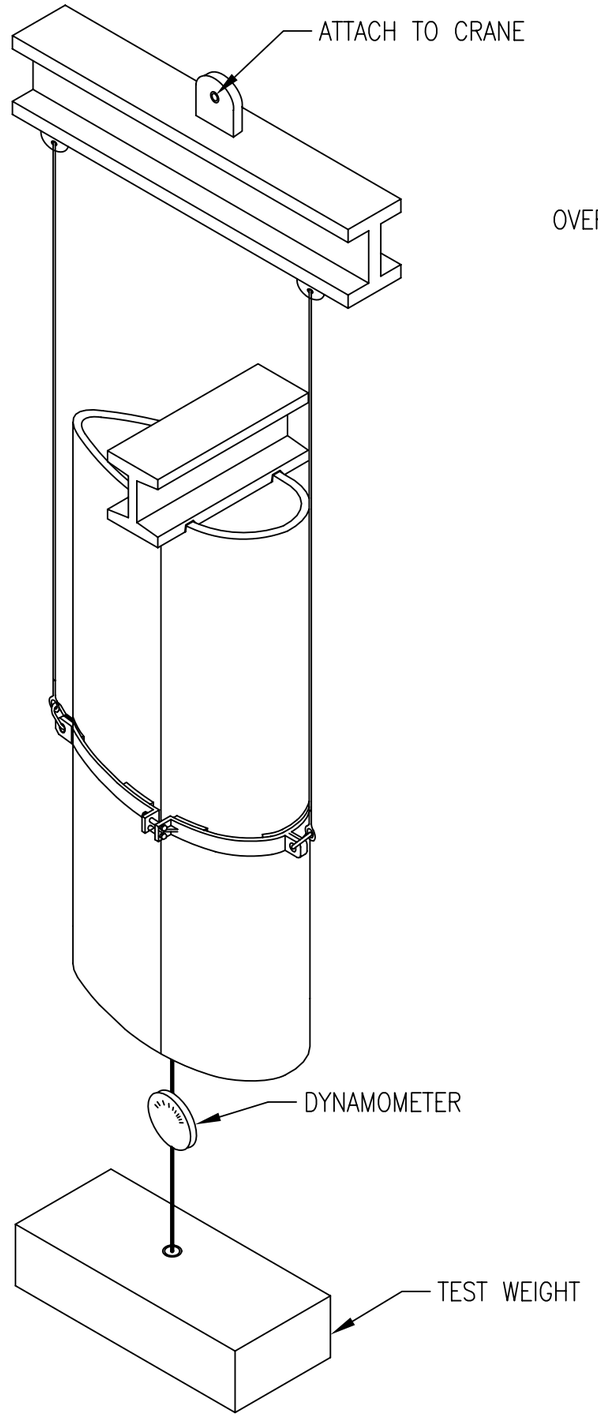

FIGURE 8
6.1. INSTALL THE LIFTING CLAMP ON THE FAIRING SECTION OR MANDREL AS SHOWN IN FIGURES 8, 9 AND 19, RESPECTIVELY. DEVIATION FROM THE TEST ARRANGEMENTS IS PERMITTED TO ALLOW FOR DIFFERENCES AT CLAMP TESTING FACILITIES. FINAL APPROVAL OF THE TEST ARRANGEMENT WILL BE LEFT TO LOCAL AUTHORITY.
6.3. ATTACH LIFTING SLINGS TO THE CLAMP, TEST FIXTURES, CRANE, HOIST, TEST WEIGHT AND DYNAMOMETER AS SHOWN IN FIGURES 8 AND 9.